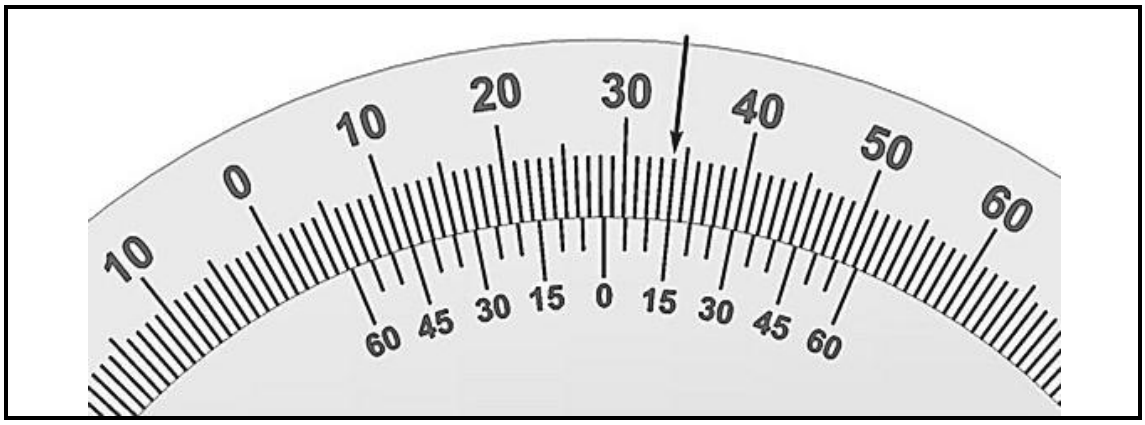

FIGURE 2
Give the reading indicated by the arrow on the vernier protractor shown in FIGURE 2. (1)
3.2 List FOUR ways to take care of a measuring tape. (4)